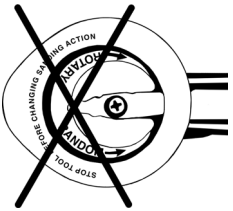

Figure 1
- **DO NOT operate tool with the selector knob positioned between "Random" and "Rotary" (see Figure 1) .**